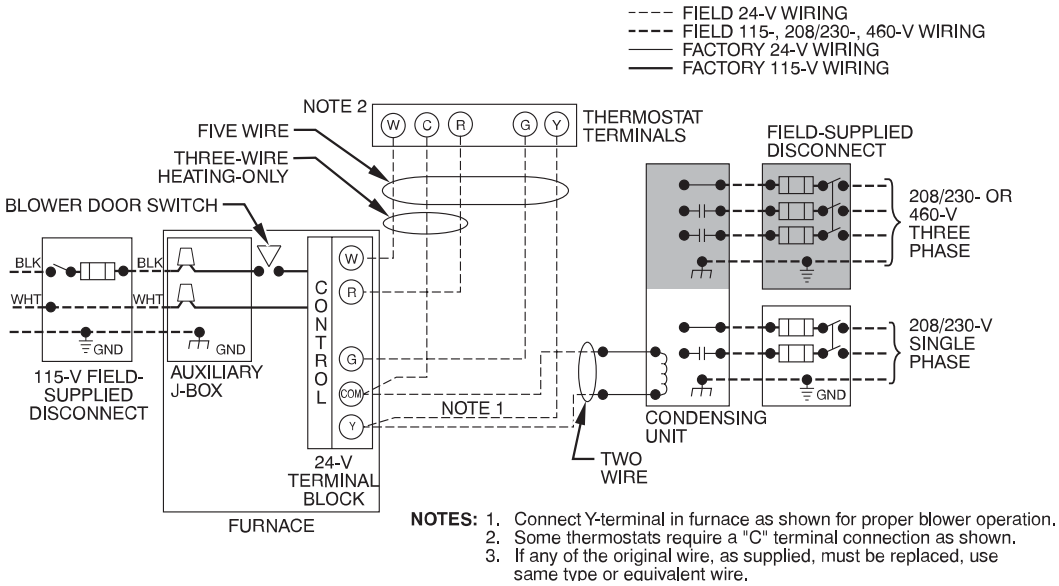
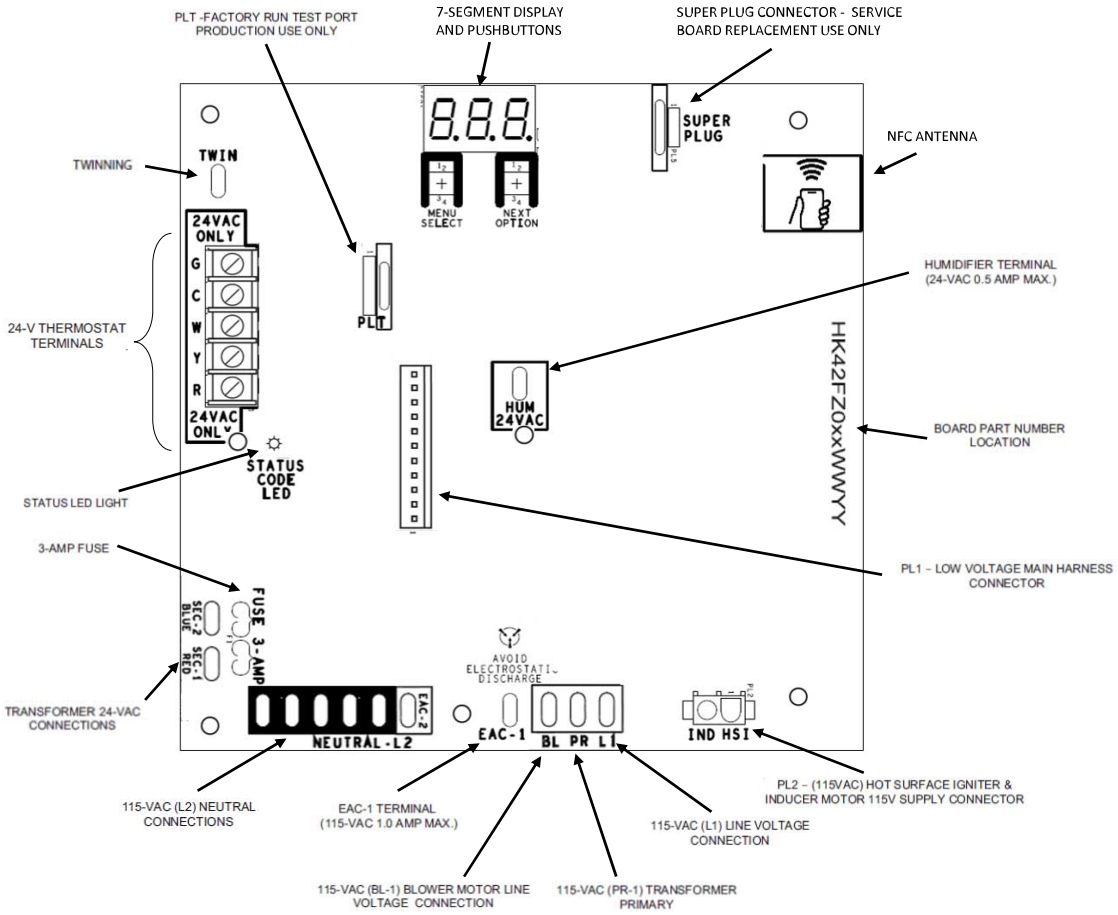

Fig. 33 – Typical Field Wiring Diagram
Fig. 38 – Example of Single Stage Furnace Control
See Fig. 33 for field wiring diagram showing typical field 115-V wiring. Check all factory and field electrical connections for tightness.
6. Connect power cord power and neutral leads to furnace power leads (Fig. 33).
5. Connect field power and neutral leads to furnace power leads (Fig. 33).
Make field 24V connections at the 24V terminal strip (Fig. 38). Connect terminal Y as shown in Fig. 33 for proper cooling operation. Use only AWG No. 18, color-coded, copper thermostat wire.
The 24V circuit contains an automotive-type, 3A fuse located on the control. Any direct shorts during installation, service, or maintenance could cause this fuse to blow. If fuse replacement is required, use ONLY a 3-amp. fuse of identical size (Fig. 38).
Refer to Fig. 38.
Connect an accessory 24 VAC, 0.5 amp. maximum humidifier (if used) to the 1/4-in male quick-connect HUM terminal and COM-24V screw terminal on the control board thermostat strip. The HUM terminal is energized when the pressure switch closes during a call for heat (Fig. 38).